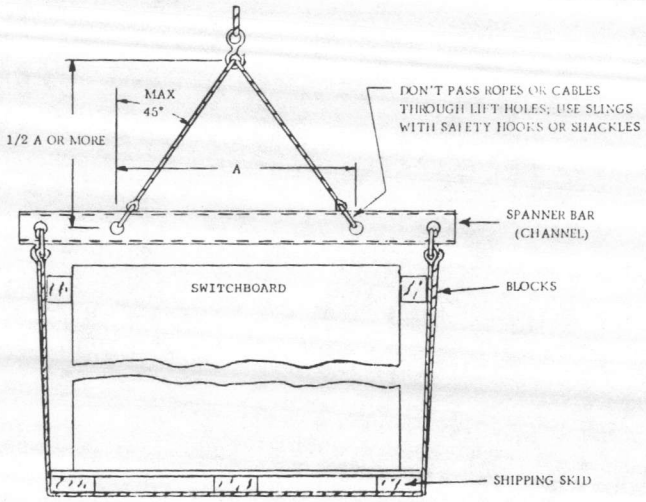

Figure 3
c. When a shipping section that is not equipped with lifting angles must be elevated to another level, a crane equipped with a sling arrangement of chain or wire cable with safety hooks and shackles may be used. The sling should be wrapped completely around the switchboard and pallet as shown in Figure 3. The pallets used on large shipping sections 36″ in depth and larger may be used with a fork truck if one is available at the installation site.